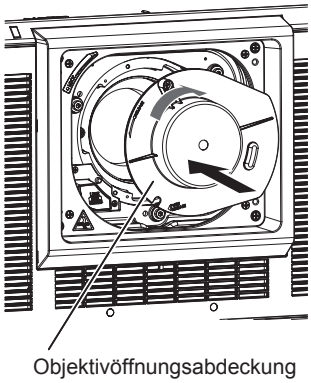

Abb. 2
3) Bringen Sie die mitgelieferte Objektivöffnungsabdeckung an. (Abb. 2)